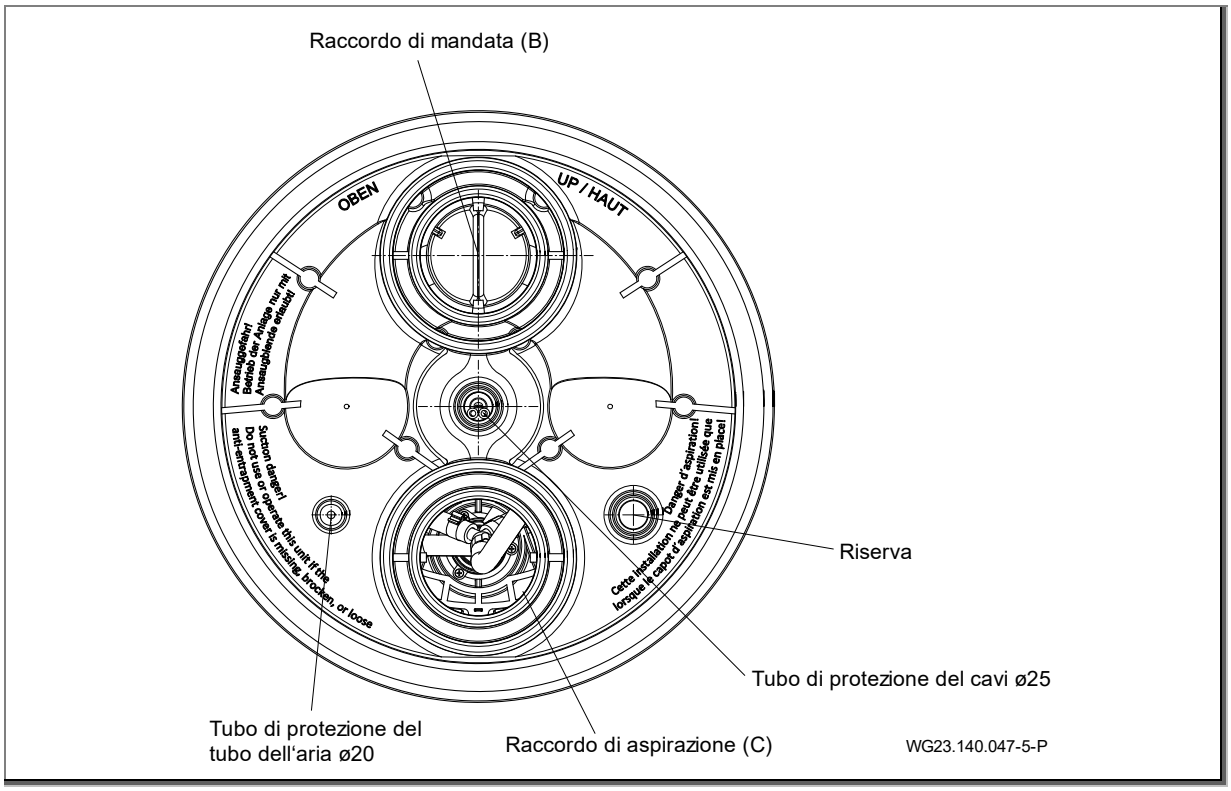

Fig. 17
1. Incollare il tubo flessibile di protezione dei cavi ed il tubo flessibile di protezione esterna del tubo dell'aria. (Fig. 17)